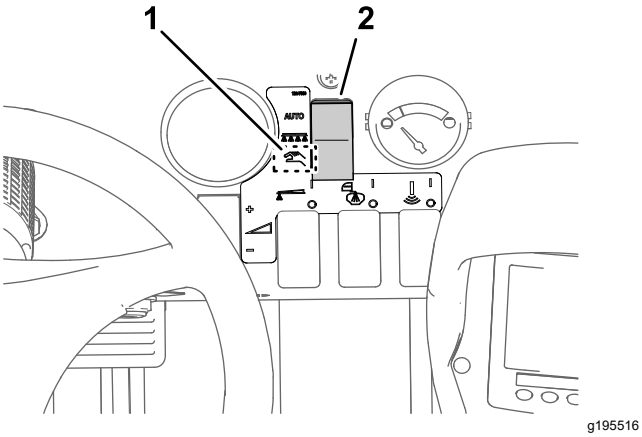

Figura 41
2. Acione o botão do modo de pulverização para o Modo manual (Figura 41).